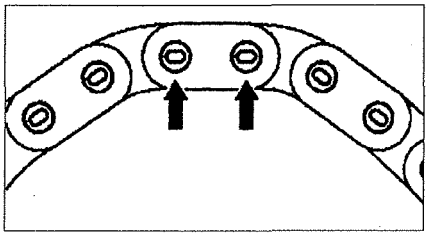

Рис. 2.23. Проверьте правильность запрессовки (стрелки).
13. Проверьте правильность запрессовки **(стрелки)** и допрессуйте, если необходимо (см.рис.2.23).